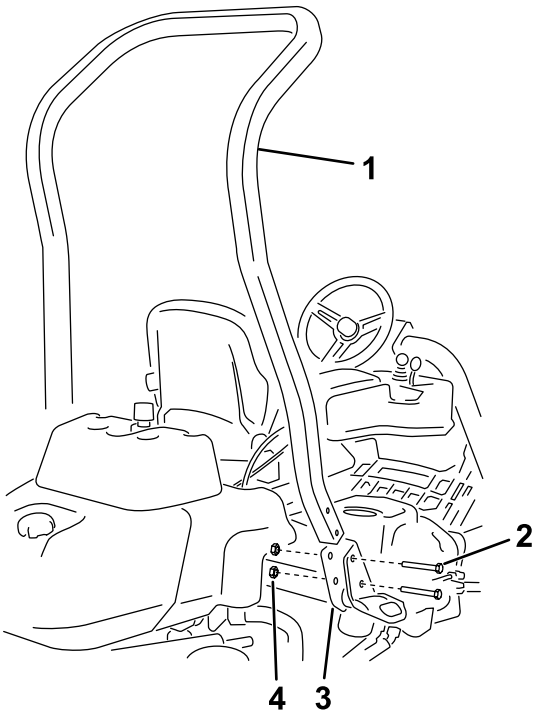

Figure 3
3. Utilisez 4 boulons (½" x 3¾") et 4 écrous à embase (½") pour fixer l'arceau de sécurité dans les supports du système ROPS de chaque côté de la machine, comme montré à la Figure 3.